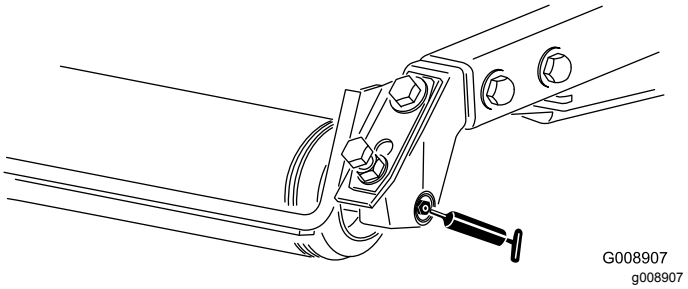

Figur 36
- Bagrullelejer (2 pr. klippeenhed)—Figur 36